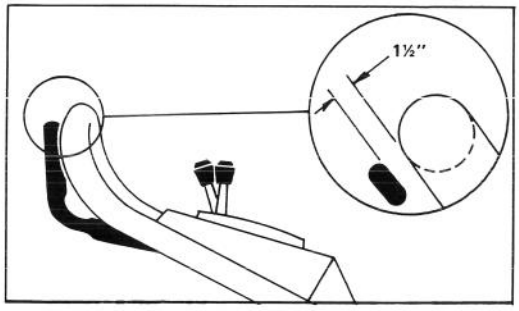

Afbeelding 19
3. Trek de stuurhendel naar boven tot u enige weerstand voelt. Bij een juiste instelling komt de hendel ongeveer 3,5 cm van de stuurstang (Afb. 19).